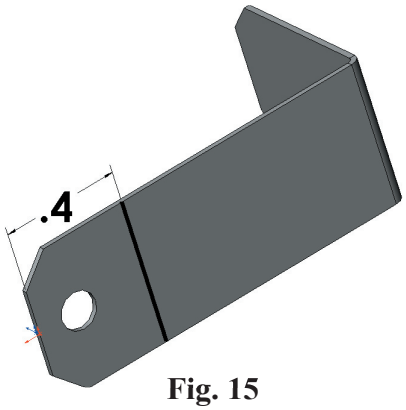

Fig. 15
Step 4. Draw line across sheet metal, **Fig. 15**. Keep line perpendicular to the edge of sheet metal.
Step 6. Add **.4** dimension as shown in **Fig. 15**.